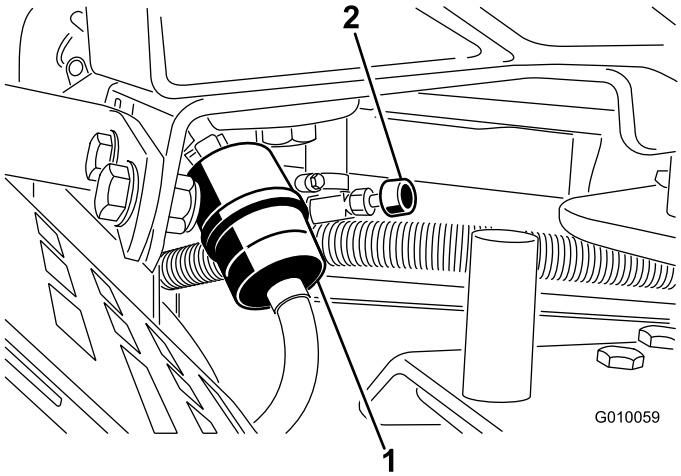

Figur 51
2. Luk brændstofafbryderventilen (Figur 51).
3. Klem slangeklemmernes ender sammen, og skub dem væk fra filteret (Figur 51).
5. Monter et nyt filter, og flyt slangeklemmerne hen til filteret (Figur 51).
7. Åbn brændstofafbryderventilen (Figur 51).
3. Løsn slangeklemmen ved brændstoffilteret, og før den op ad brændstofrøret væk fra brændstoffilteret (Figur 51).
4. Træk brændstofrøret af brændstoffilteret (Figur 51). Åbn brændstofafbryderventilen, og lad benzinen løbe ud i en brændstofdunk eller drænbakke.
5. Monter brændstofrøret på brændstoffilteret. Før slangeklemmen hen til brændstofventilen for at fastgøre brændstofrøret (Figur 51).